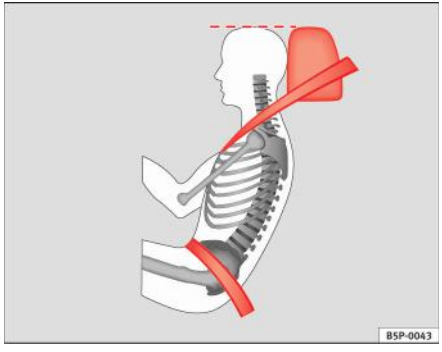

Fig. 13 Pozițiile corecte ale centurii de siguranță și ale tetierei, văzute din lateral
- **Porțiunea pentru bazin a centurii de siguranță trebuie să treacă peste pelvis, niciodată peste abdomen. Centura de siguranță trebuie să fie trecută peste bazin şi să stea întinsă ⇒ fig. 13. Dacă centura este prea lejeră, trageți de chingă pentru a o strânge.**